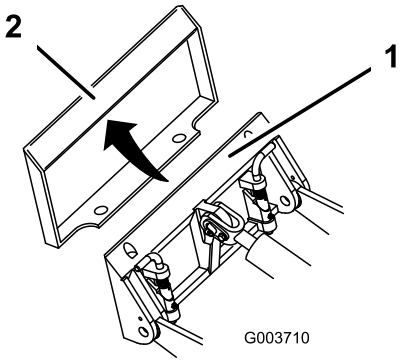

Figura 13
4. Coloque la placa de montaje debajo del reborde superior de la placa receptora del accesorio (Figura 13).